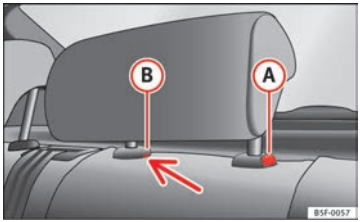

Fig. 76 Rear centre head restraint: release point
– To set the head restraint lower down, press the (A) ⇒ Fig. 76 button and move it downwards.
– Press the (A) ⇒ Fig. 76 button while at the same time removing the head restraint from the backrest ⇒ ⚠.
– Insert a screwdriver in the (B) position of the hole while at the same time removing the head restraint from the backrest ⇒ ⚠.